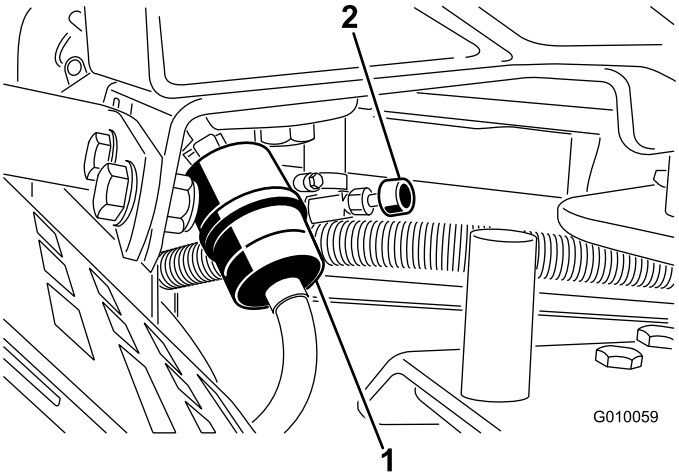

Figuur 51
2. Sluit de brandstofafsluitklep (Figuur 51).
3. Druk de uiteinden van de slangklemmen naar elkaar toe en schuif ze weg van het filter (Figuur 51).
5. Monteer een nieuw filter en schuif de slangklemmen terug tot dicht bij het filter (Figuur 51).
7. Open de brandstofafsluitklep (Figuur 51).
3. Maak de slangklem op het brandstoffilter los en schuif deze over de brandstofslang weg van het brandstoffilter (Figuur 51).
4. Trek de brandstofslang van het filter (Figuur 51). Open de brandstofafsluitklep en laat de benzine in een benzinevat of een opvangbak lopen.
5. Plaats de brandstofslang op het filter. Schuif de slangklem dicht op het filter om de brandstofslang vast te zetten (Figuur 51).